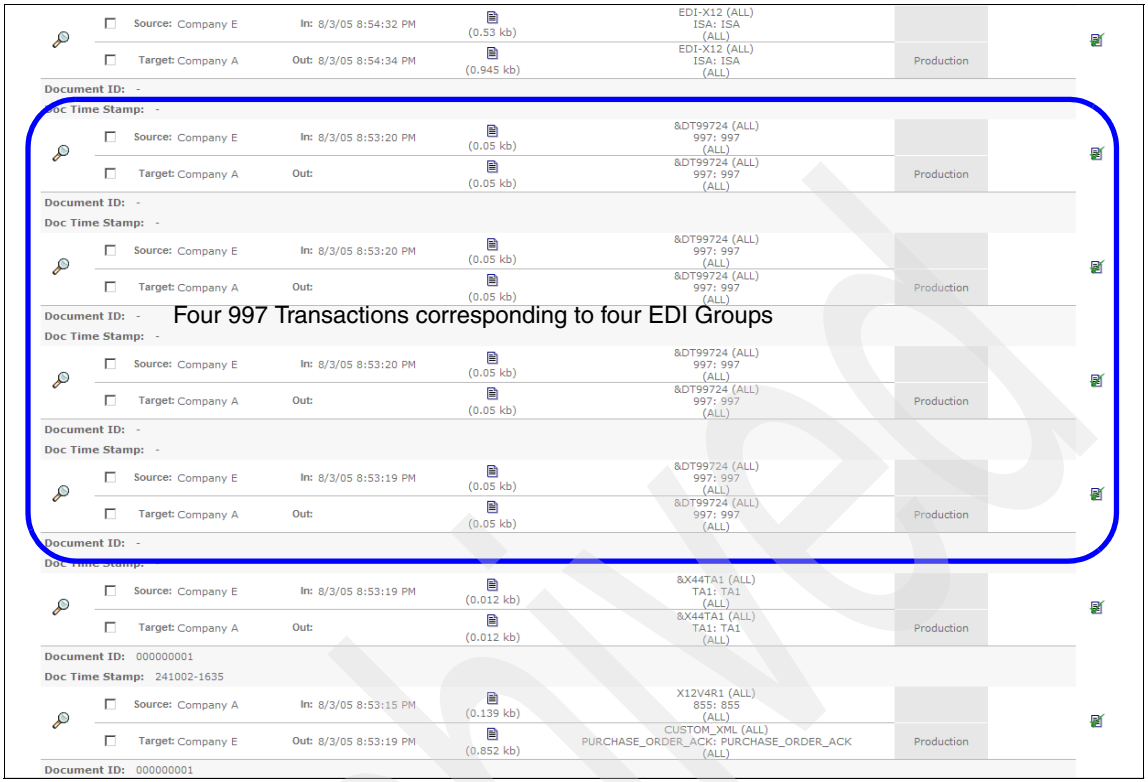

Figure 20-23 Four Functional Acknowledgements((97 Transactions)corresponding to four EDI groups
2. We can observe the following entries in the document viewers after the document is received at Company E (Figure 20-23).
3. Looking at Figure 20-23, we can learn the following: